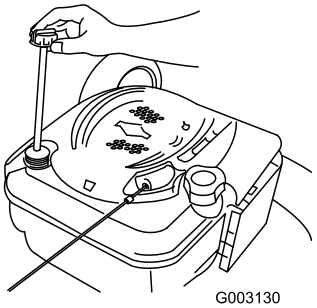

Figur 37
2. Ta bort oljestickan (Figur 37).